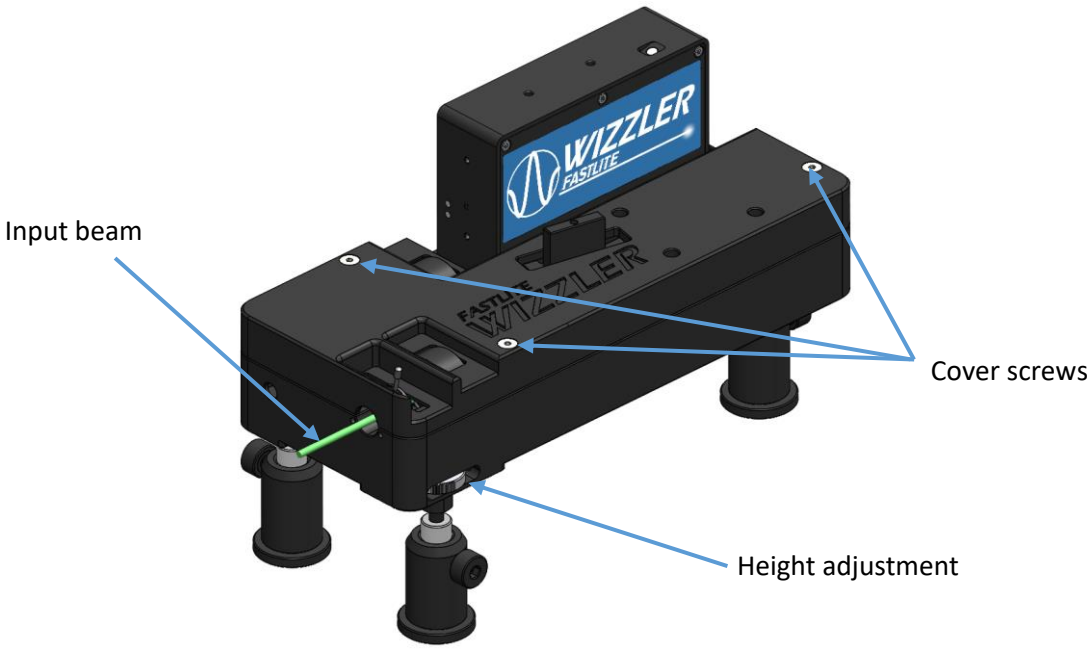

Figure 6.1: Wizzler™ outside view
• Remove the Wizzler™ cover (cf fig.6.1).